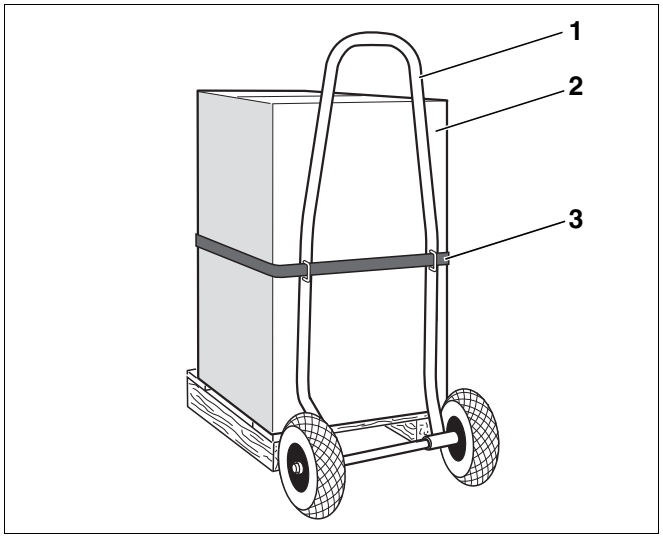

Rys. 3 Transport zasobnikowego podgrzewacza c.w.u. przy pomocy wózka kołowego
- Ustawić wózek kołowy (rys. 3, **poz. 1**) przy tylnej ściance podgrzewacza (rys. 3, **poz. 2**).
- Przypiąć podgrzewacz taśmą (rys. 3, **poz. 3**) do wózka.